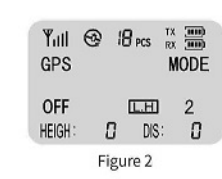

Figure 2
- OPTICAL FLOW MODE (FIGURE 2)